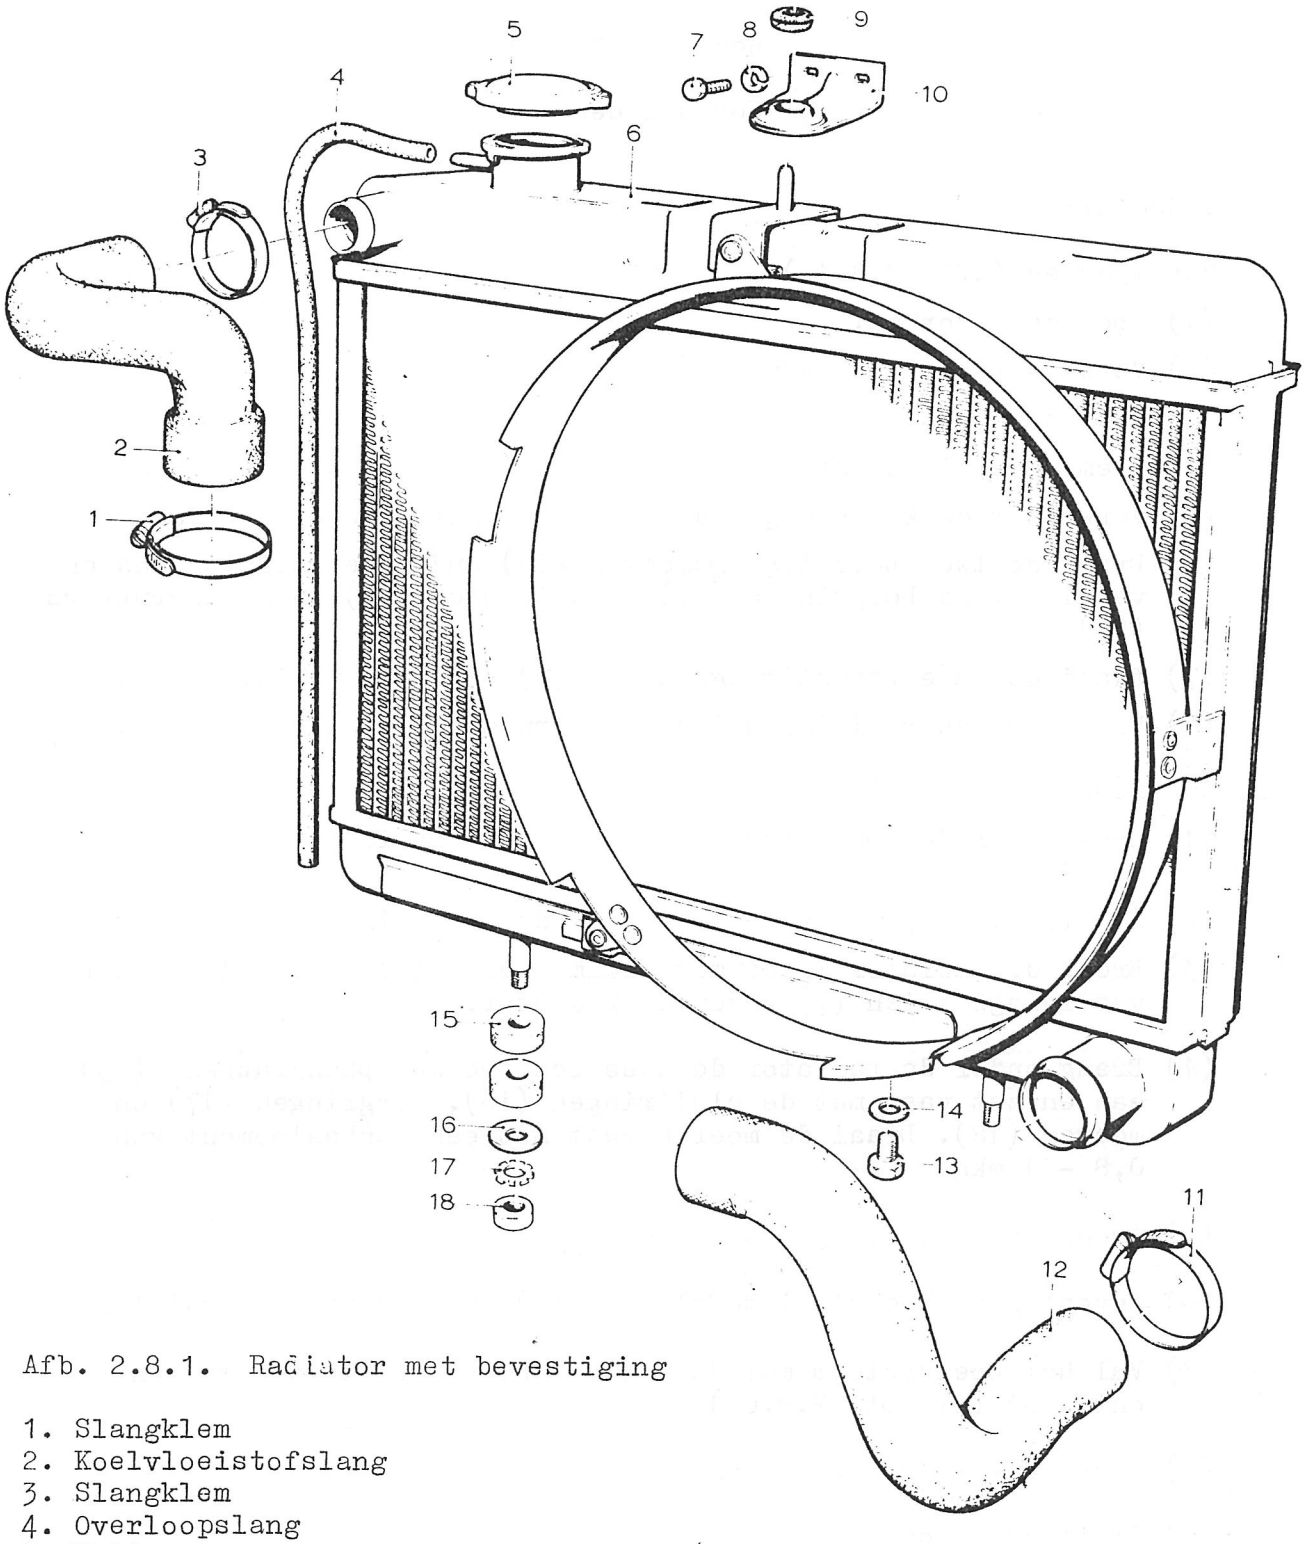
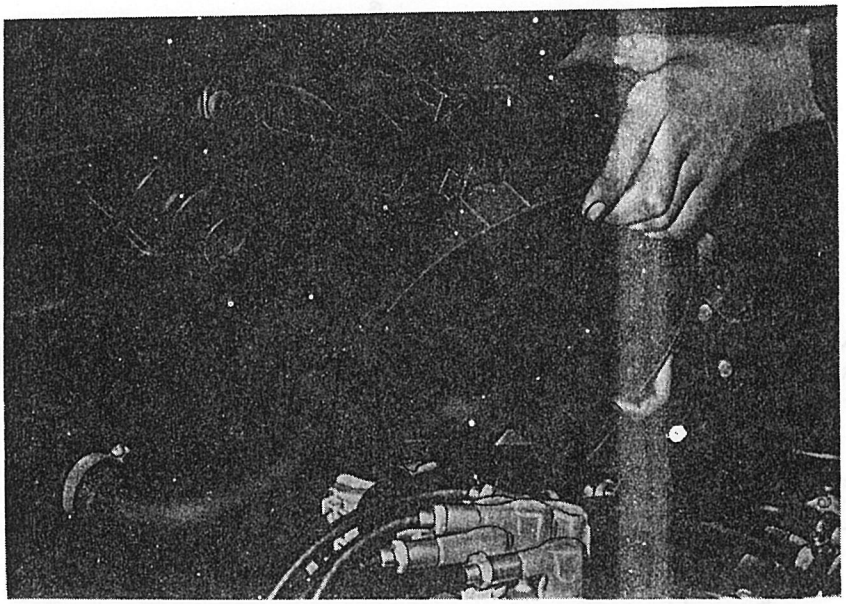

Afb. 2.8.1. Radiator met bevestiging
Afb. 2.8.2. Verwijderen van de radiator
a. Verwijderen (afb. 2.8.1.)
(1) Open de motorkap.
(2) Verwijder het reservewiel.
(3) Tap het koelsysteem af (zie pt. 2.8.6.).
(4) Neem de koelvloeistofslangen (2) en (12) af van de radiator.
(5) Verwijder de keienvanger die onder de motor is aangebracht.
(6) Draai de twee bevestigingsmoeren (18) onder de radiator los en verwijder de borgringen (17), sluitringen (16) en ophangrubbers (15).
(7) Draai de twee bevestigingsbouten (7) boven de radiator los.
(8) Verwijder de radiator uit de motorruimte (zie afb. 2.8.2.).
b. Aanbrengen (afb. 2.8.1.)
(1) Kontroleer de ophangrubbers (15) van de radiator en vervang zonodig.
(2) Plaats twee ophangrubbers (15) op de draadeinden van de radiator.
(3) Breng de radiator in de motorruimte en zet vast met de twee bevestigingsbouten (7) boven de radiator.
(4) Breng onder de radiator de twee resterende ophangrubbers (15) aan en zet vast met de sluitringen (16), borgringen (17) en moeren (18). Draai de moeren vast met een aanhaalmoment van 0,8 - 1 mkg.
(5) Breng de keienvanger onder de motor aan.
(6) Bevestig de koelvloeistofslangen (2) en (12) aan de radiator.
(7) Vul het koelsysteem met de voorgeschreven koelvloeistof en ontlucht (zie pt. 2.8.6.).
(8) Breng het reservewiel aan.
(9) Sluit de motorkap.